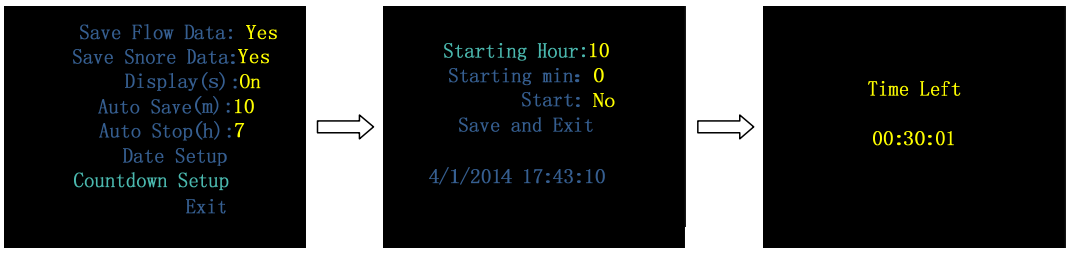

Figure 1-15 “Countdown Setup” interface
- **Countdown Setup**, allowing users to set the device to start recording at a certain time according to their needs. The maximum countdown time is 14 hours, and the device will start recording automatically when the countdown reaches 0:00:00, as shown in Figure 1-15. Press and hold the **Shift** Button for five seconds to exit the “**Countdown Setup”** interface.